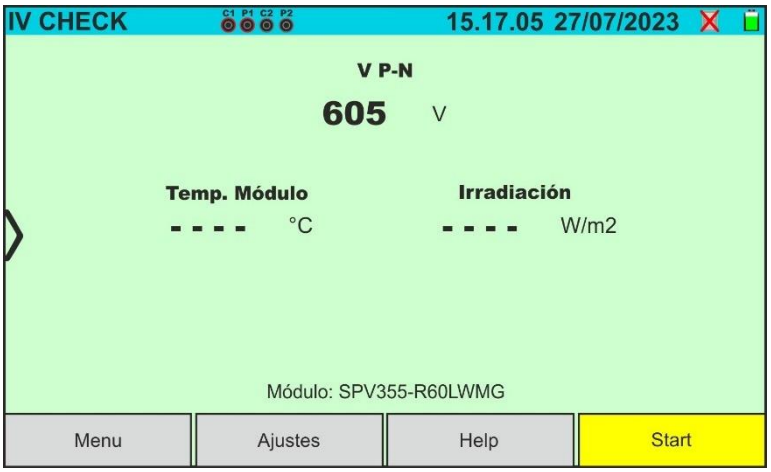

Fig. 58: Pantalla inicial prueba IVCK sin unidad remota sobre módulos Monofaciales
26. En caso de módulos **Monofaciales,** la pantalla de Fig. 58 se muestra en el visualizador. Se muestran los siguientes parámetros: